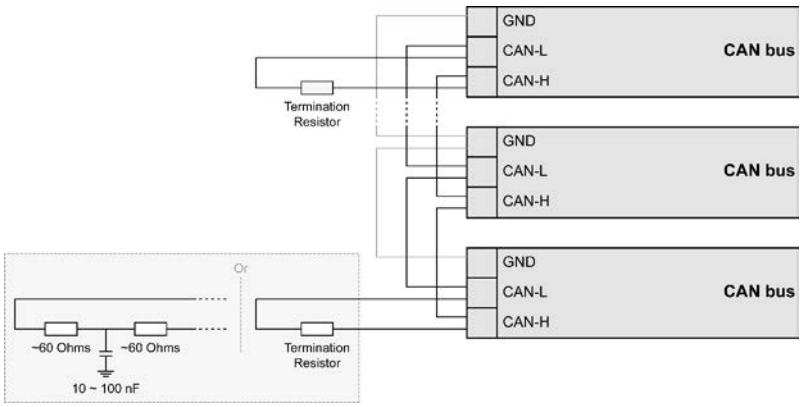

Fig. 65: CAN bus - termination
The termination resistor is connected between CAN-H and CAN-L (Fig. 65).
- Divide the termination resistance into 2x60 Ohms with a center tap connected to ground via a capacitor of 10 to 100 nF (Fig. 65).